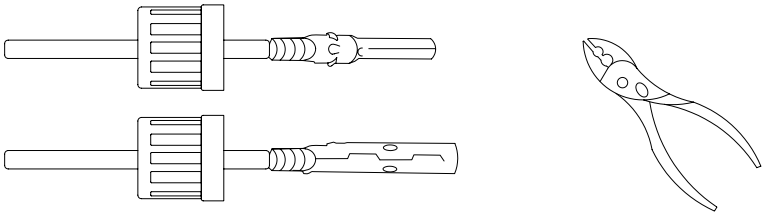

Figure 2.12 Terminal Crimping Diagram
1) Strip about 7 mm of insulation off DC wire and remove connector cap nut (See Figure 2.12).
2) Crimp metal terminals with crimping pliers as shown in Figure 2.12.